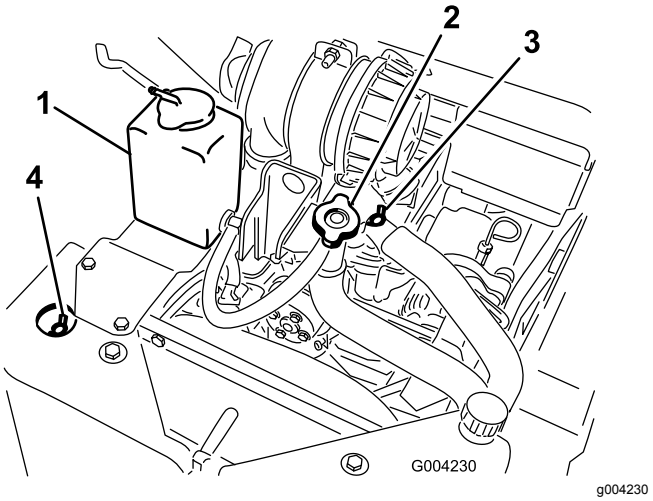

Figur 51
A. Ta bort påfyllningslocket för kylvätskan (Figur 51).
B. Öppna den främre och övre avluftarventilen för kylvätska (Figur 51).
C. Fyll på kylvätska genom påfyllningsröret tills kylvätskan börjar rinna ut genom den främre avluftarventilen (Figur 51).
D. Stäng den främre avluftarventilen för kylvätska (Figur 51).
E. Fyll på kylvätska genom påfyllningsröret tills kylvätskan börjar rinna ut genom den övre avluftarventilen (Figur 51).
F. Stäng den övre avluftarventilen för kylvätska (Figur 51).
G. Fyll på kylvätska genom påfyllningsröret tills kylvätskenivån når upp i påfyllningsröret (Figur 51).
H. Sätt tillbaka påfyllningslocket för kylarvätska (Figur 51).